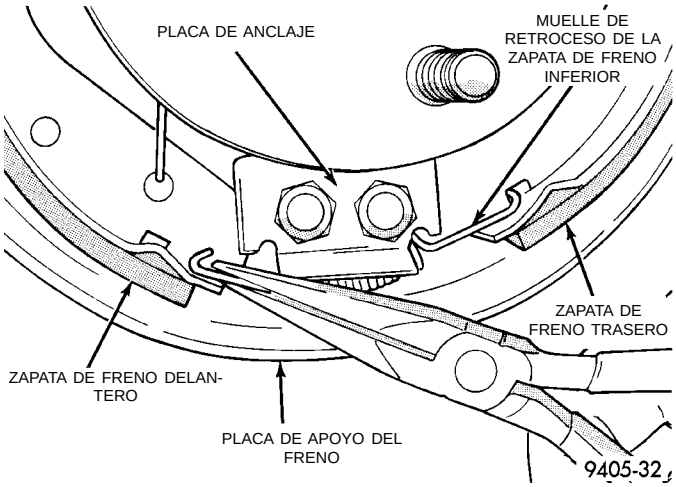

Fig. 84 Muelle de retroceso de la zapata de freno a la placa de anclaje
(8) Retire el muelle de retroceso de la zapata de freno inferior a la placa de anclaje (Fig. 84).
(7) Instale el muelle de retroceso de la zapata de freno inferior en la placa de anclaje (Fig. 84).